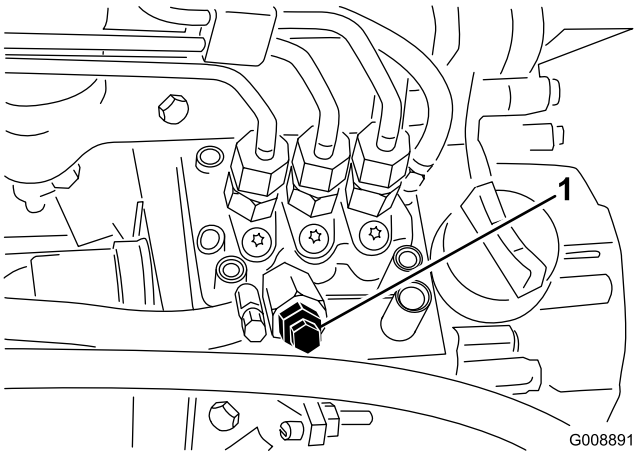

**Figur 43**
3. Åbn udluftningsskruen på brændstofindsprøjtnings-pumpen (Figur 43).